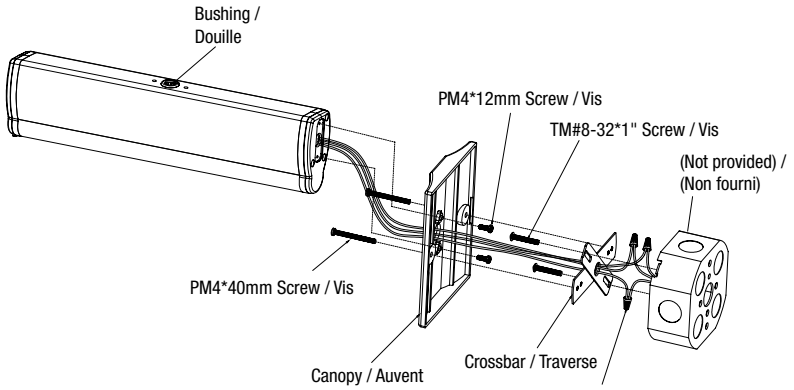

Fig. 10
5. Assemble a canopy onto mounting end cap with (2PCS) PM4*12mm screws (supplied) (See Fig.10).
6. Reference 5 - 9 steps in surface ceiling & wall mounting above for surface end mounting (See Fig.10).
5. Fixez le cache-vis à l'embout de fixation à l'aide de (2) vis PM4*12 mm (fournies) (voir fig. 10).
6. Reportez-vous aux étapes 5 à 9 de la section « Montage en saillie au plafond et au mur » ci-dessus pour le montage en saillie (voir fig. 10).